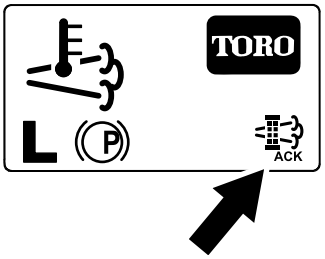

Figuur 62
8. Het hoofdscherm van het InfoCenter verschijnt en het pictogram regeneratie aanvaard (Figuur 62) verschijnt rechts onderaan het scherm terwijl de regeneratie bezig is.